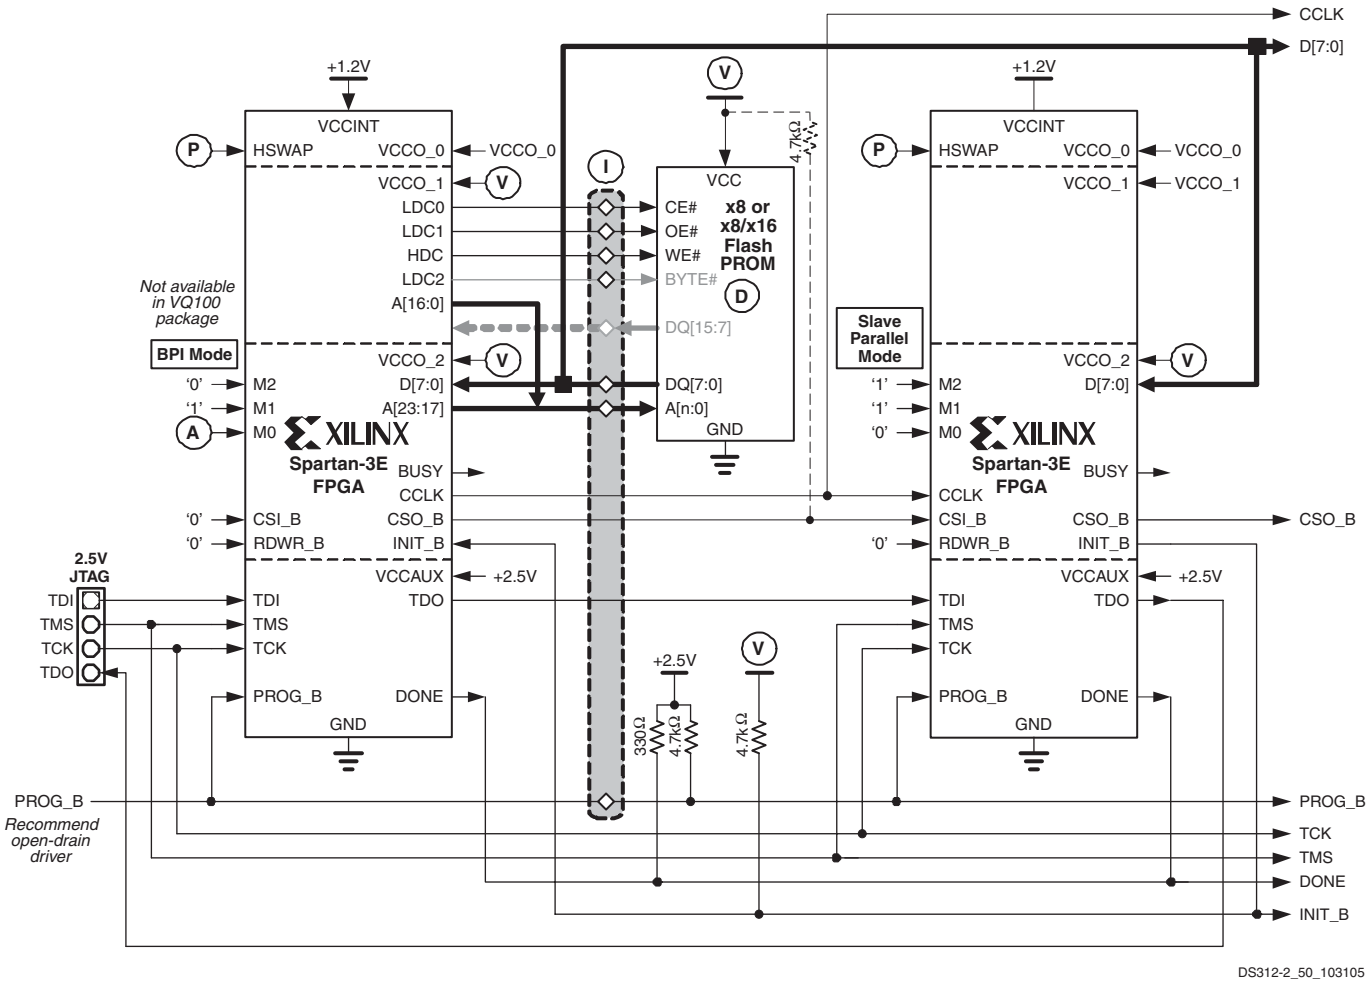

Figure 59: **Daisy-Chaining from BPI Flash Mode**
If the application requires multiple FPGAs with different configurations, then configure the FPGAs using a daisy chain, as shown in Figure 59. Use BPI mode (M[2:0] = <0:1:0> or <0:1:1>) for the FPGA connected to the parallel NOR Flash PROM and Slave Parallel mode (M[2:0] = <1:1:0>) for all downstream FPGAs in the daisy-chain. If there are more than two FPGAs in the chain, then last FPGA in the chain can be from any Xilinx FPGA family. However, all intermediate FPGAs located in the chain between the first and last FPGAs must from either the Spartan-3E or Virtex™-5 FPGA families.
(I) In a production application, the parallel Flash PROM is usually preprogrammed before it is mounted on the printed circuit board. In-system programming support is available from third-party boundary-scan tool vendors and from some third-party PROM programmers using a socket adapter with attached wires. To gain access to the parallel Flash signals, drive the FPGA's PROG_B input Low with an open-drain driver. This action places all FPGA I/O pins, including those attached to the parallel Flash, in high-impedance (Hi-Z). If the HSWAP input is Low, the I/Os have pull-up resistors to the V_{CCO} input on their respective I/O bank. The external programming hardware then has direct access to the parallel Flash pins. The programming access points are highlighted in the gray boxes in Figure 58 and Figure 59.
The Slave Parallel mode is also used with BPI mode to create multi-FPGA daisy-chains. The lead FPGA is set for BPI mode configuration; all the downstream daisy-chain FPGAs are set for Slave Parallel configuration, as highlighted in Figure 59.